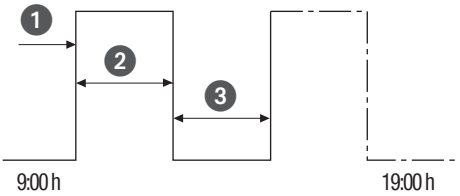

Fig. 33: Conexión por ciclo
- (Fig. 33/❶) Hora de inicio
- (Fig. 33/❷) Duración ON = conexión ON
- (Fig. 33/❸) Duración OFF = conexión OFF